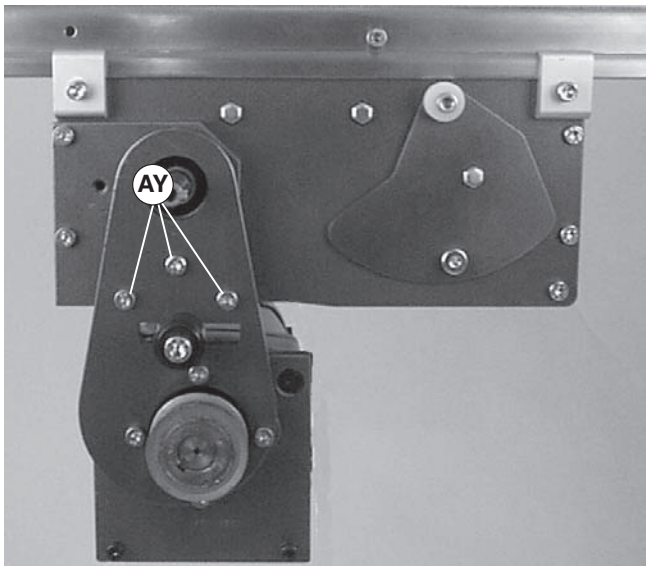

Figure 27
6. Remove three (3) screws (Figure 27, item AY) and remove gearmotor mounting package.
With a vertical mount, two (2) screws (Figure 27, item AY) were removed in step 6.